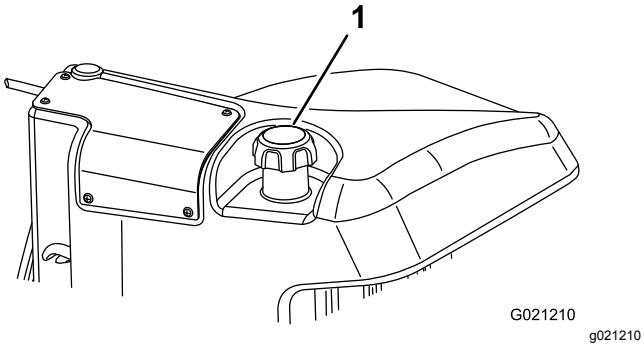

Figur 30
3. Ta bort locket från bränsletanken (Figur 30).